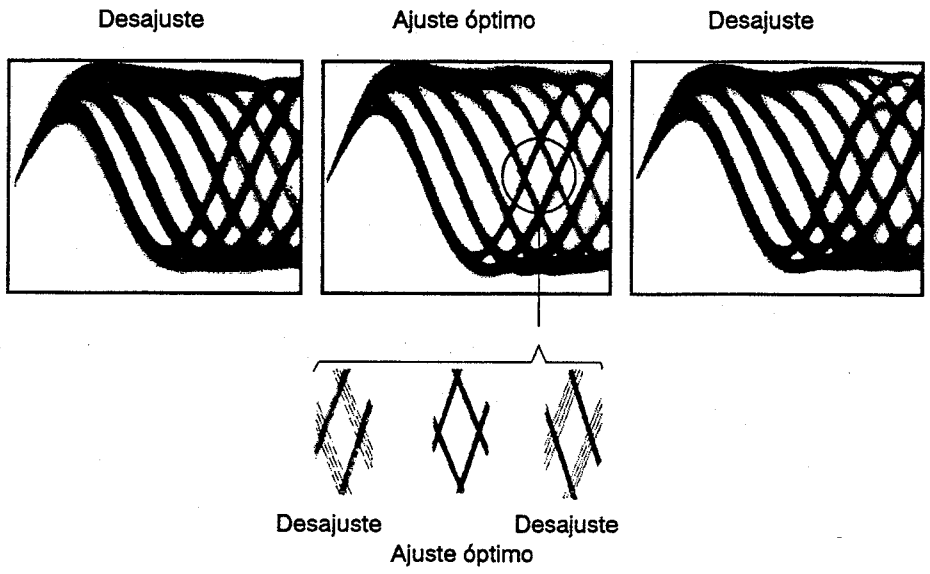

Figura 5 Patron Optico
3. A continuación, ajuste el tornillo de ajuste de inclinación tangencial con una llave hexagonal M 3 mm hasta que el patrón ocular (la forma de diamante del centro de la señal de RF) pueda verse con la mayor claridad (figura 5).